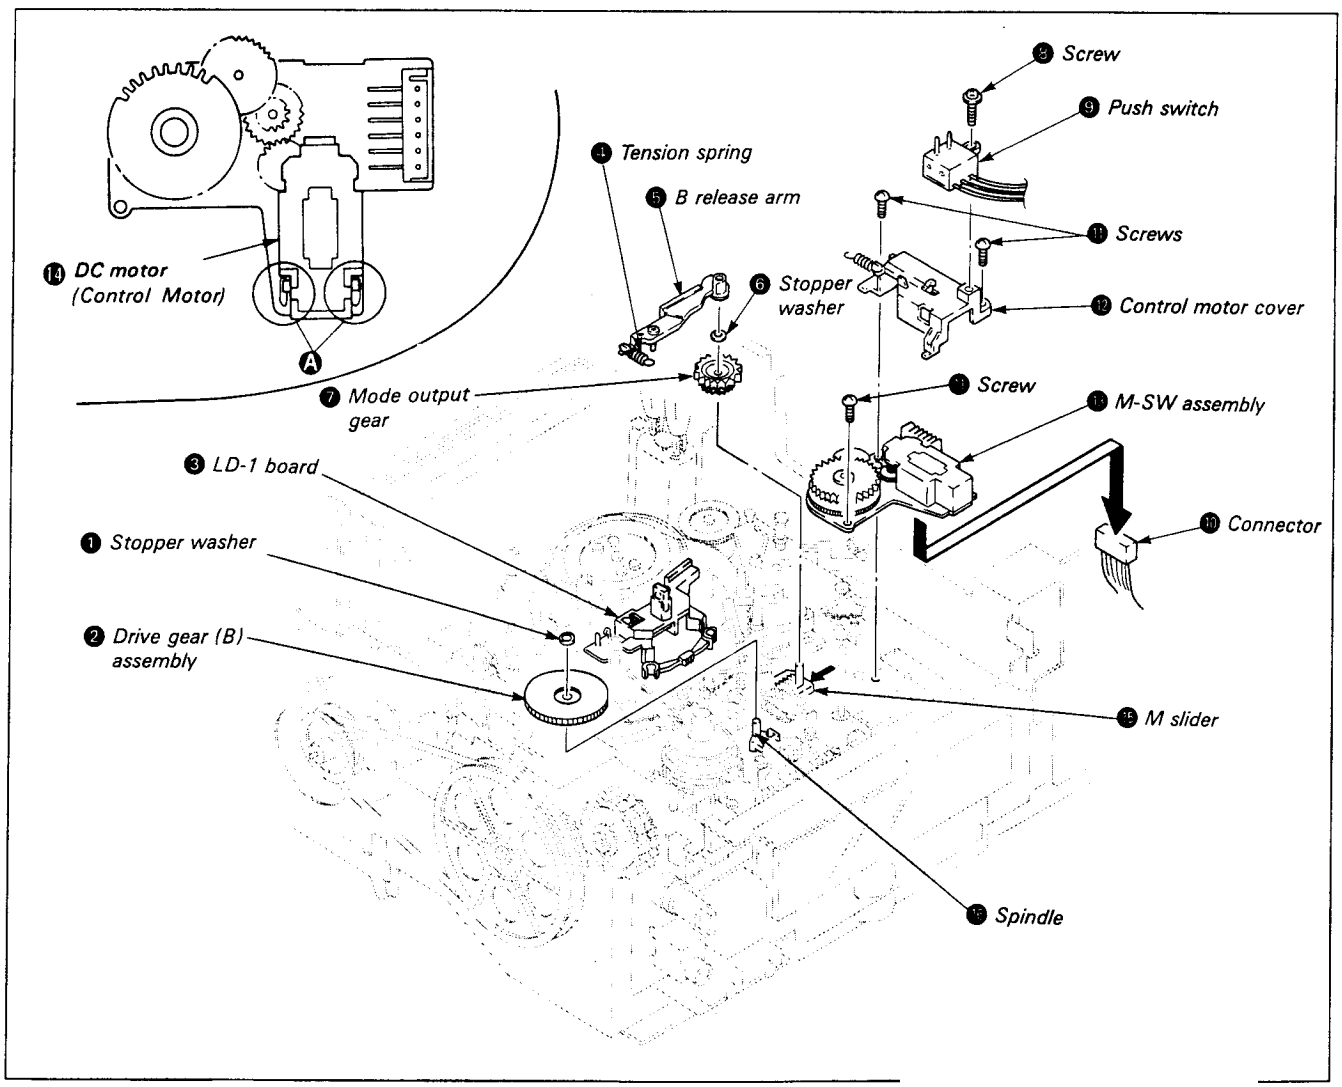

Fig. 7-38.
4) Mount push switch ❾ and tighten screw ❽.
7) Place a half drop of oil on spindle ⓰. (See Fig. 7-38.)